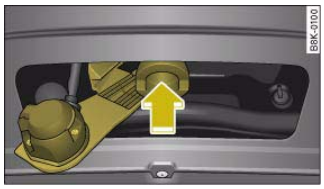

Fig. 211 Removable towing bracket: Inserting the ball joint
– With the spring mechanism in the “ready” position, insert the ball joint into the mounting fixture and push it upwards ⇒ *page 213,* fig. 211 in the direction indicated (arrow) ⇒ ⚠. The spring mechanism should then engage automatically with an audible click.